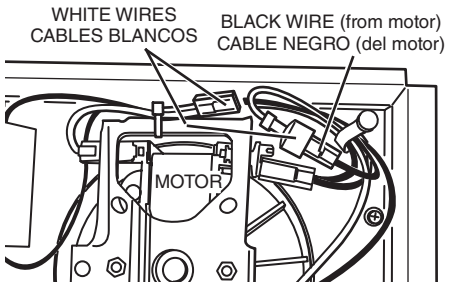

**FIG. 5 - FULL-WATTAGE CONVERSION**
2. Connect the two (2) white wires with insulated terminals to each other. (FIG. 5)
3. Connect black wire to terminal on motor. (FIG. 5)
2. Conecte entre sí los dos (2) alambres blancos con terminales aisladas. (FIG. 5)
3. Conecte el alambre negro a la terminal en el motor. (FIG. 5)